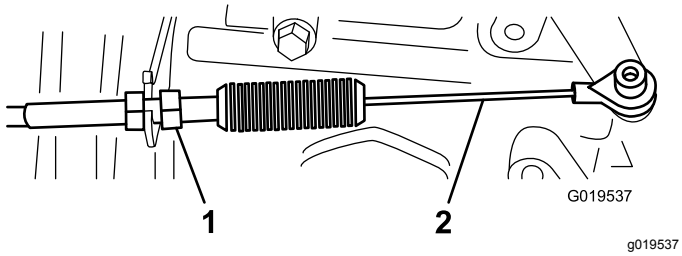
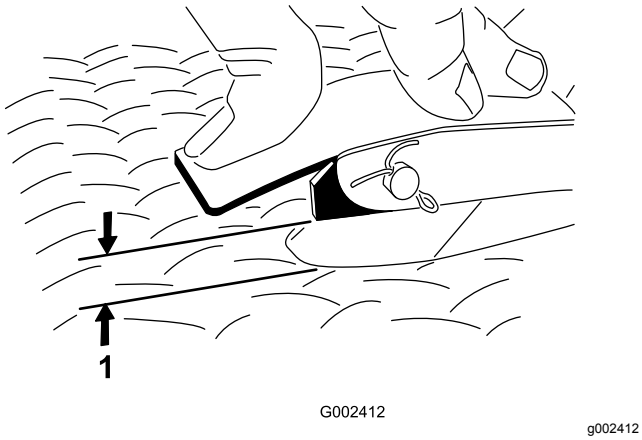

図 66
図 67
2. アクセルペダルの中央部を 11.3 kg の力で踏んだときに、ペダルと床のすきまが 2.54-6.35 mm となるようにアクセルケーブル図 66のボールジョイントを調整する図 67。
3. ロックナットを締めつける図 66。